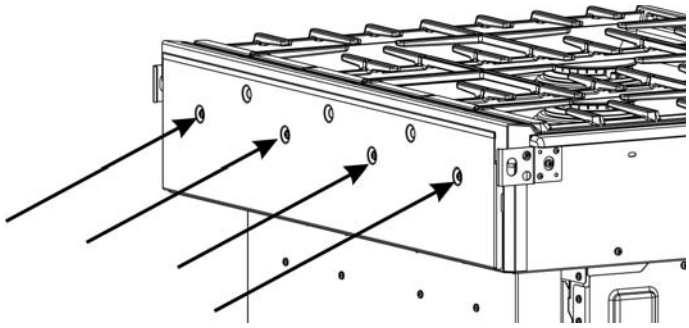
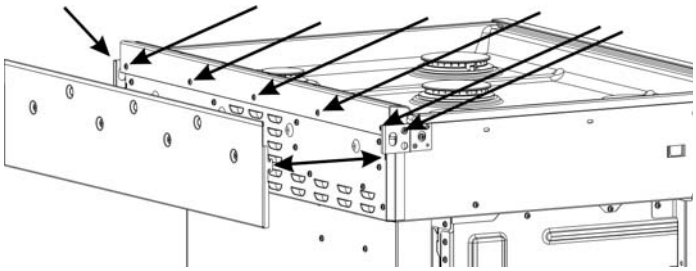

Figure 2 : Emplacements des vis de la grille d'aération arrière
Figure 3 : Emplacements des vis de la garniture (grille d'aération retirée)
La cuisinière coulisse-t-elle suffisamment vers l'avant pour donner accès aux vis arrière et latéraux de la grille d'aération arrière et de la garniture d'aération arrière? Voir Figure 2: Emplacements des vis de la grille d'aération arrière et Figure 3: Emplacements des vis de la garniture (grille d'aération retirée).
3. Enlevez les quatre vis qui maintiennent la grille d'aération arrière en place. Conservez ces vis pour remettre la grille d'aération en place. Voir Figure 2: Emplacements des vis de la grille d'aération arrière.
4. Soulevez la grille d'aération hors des fentes qui la maintiennent en place. Repérez les emplacement des fentes pour plus tard. Voir Figure 3: Emplacements des vis de la garniture (grille d'aération retirée).
6. Retirez les vis qui maintiennent la garniture (cinq vis à l'arrière et une vis à chaque extrémité). Conservez deux de ces vis pour l'installation de la garniture de l'îlot. Voir Figure 3: Emplacements des vis de la garniture (grille d'aération retirée).
8. Installez cinq vis d'entretoise (inclus dans le nécessaire de garniture d'îlot) à l'arrière de la cuisinière, aux mêmes emplacements prévus pour les 5 vis d'origine de la garniture arrière. Voir Figure 3: Emplacements des vis de la garniture (grille d'aération retirée).